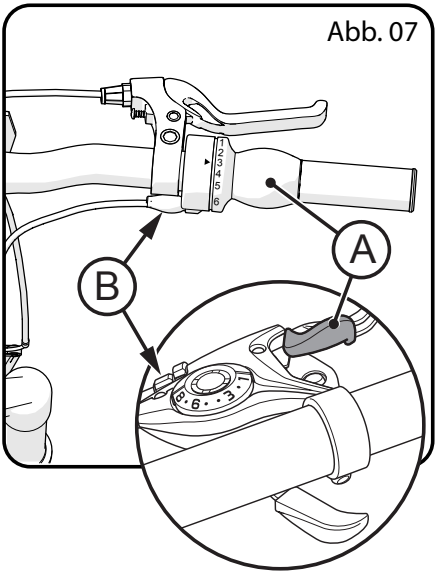

Abb. 07
- Drehen Sie die rechte Gangschaltung (A) ohne Drehen der Kurbel um einen Klick nach hinten, oder betätigen Sie den Daumenhebel um einen Klick (**Abb. 07**).
- Drehen Sie die Zugeinstellschraube (B) nach Bedarf nach AUSSEN, damit die Kette genau auf das zweite hintere Kettenrad umgelegt wird und nicht schleift, nicht vom Kettenrad abspringt und nicht verzögert reagiert.